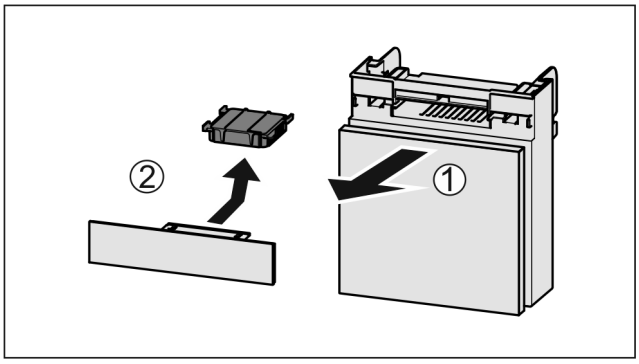

Fig. 161
▶ Extrageți *Fig. 161 (1)* compartimentul către înainte.
▶ Scoateți *Fig. 161 (2)* filtrul de cărbune activ.